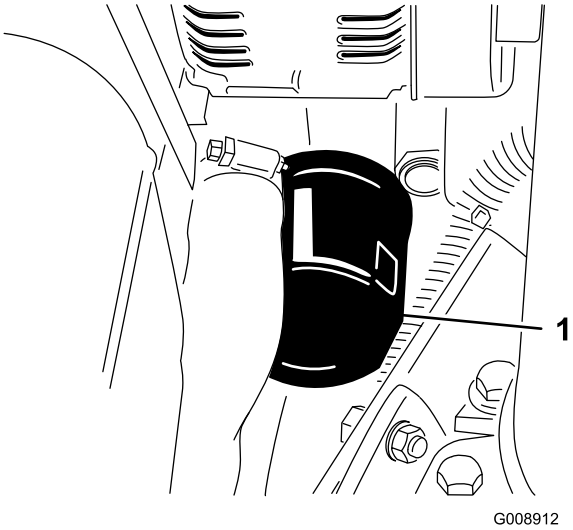

Figur 62
2. Avlägsna oljefiltret (Figur 62).